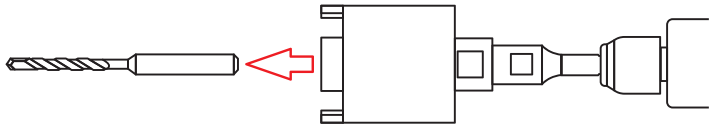

Рис. 4
7. Остановите дрель, извлеките центровочное сверло из адаптера (рис. 4).